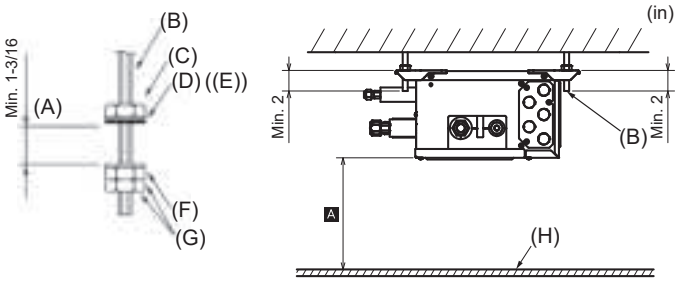

Fig. 6-1
2) Fit the washers ((1)(2)) and nuts (procure locally) to the suspension bolts. (Fig. 6-1)